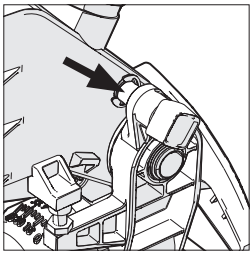

Fig. 16
- Certifique-se de que a cabeça da serra está bloqueada na sua posição inferior com o pino de engate completamente encaixado **(ver Fig.16)**.
- Certifique-se de que a cabeça da serra está bloqueada na sua posição inferior com o pino de engate completamente encaixado. **(Fig. 16)**.
- Retire o pino de engate **(Fig. 16)** e deixe que a cabeça da serra suba até à sua posição superior.